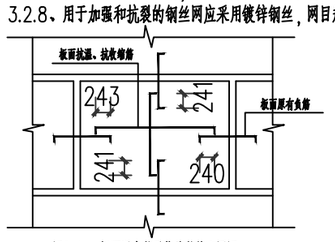

图2.1 板面温度筋及收缩筋的配置图
2.1、板厚大于或等于130mm的楼板及屋面板（包括露台），应在无板面负筋的表面双向配置防裂构造钢筋。配筋率不小于0.1%，间距不大于200mm。当板厚h≤100mm时，可采用φ6@200；当板厚110<h≤120时，可采用φ6@150；当板厚在130≤h≤200时，可采用φ8@200；当板厚大于210时钢筋不小于φ10@200，防裂构造钢筋可利用原有钢筋贯通布置，也可另行设置钢筋并与原有钢筋按受拉钢筋的要求搭接或在周边构件中锚固。大样详本说明图2.1板面温度筋及收缩筋的配置图 。